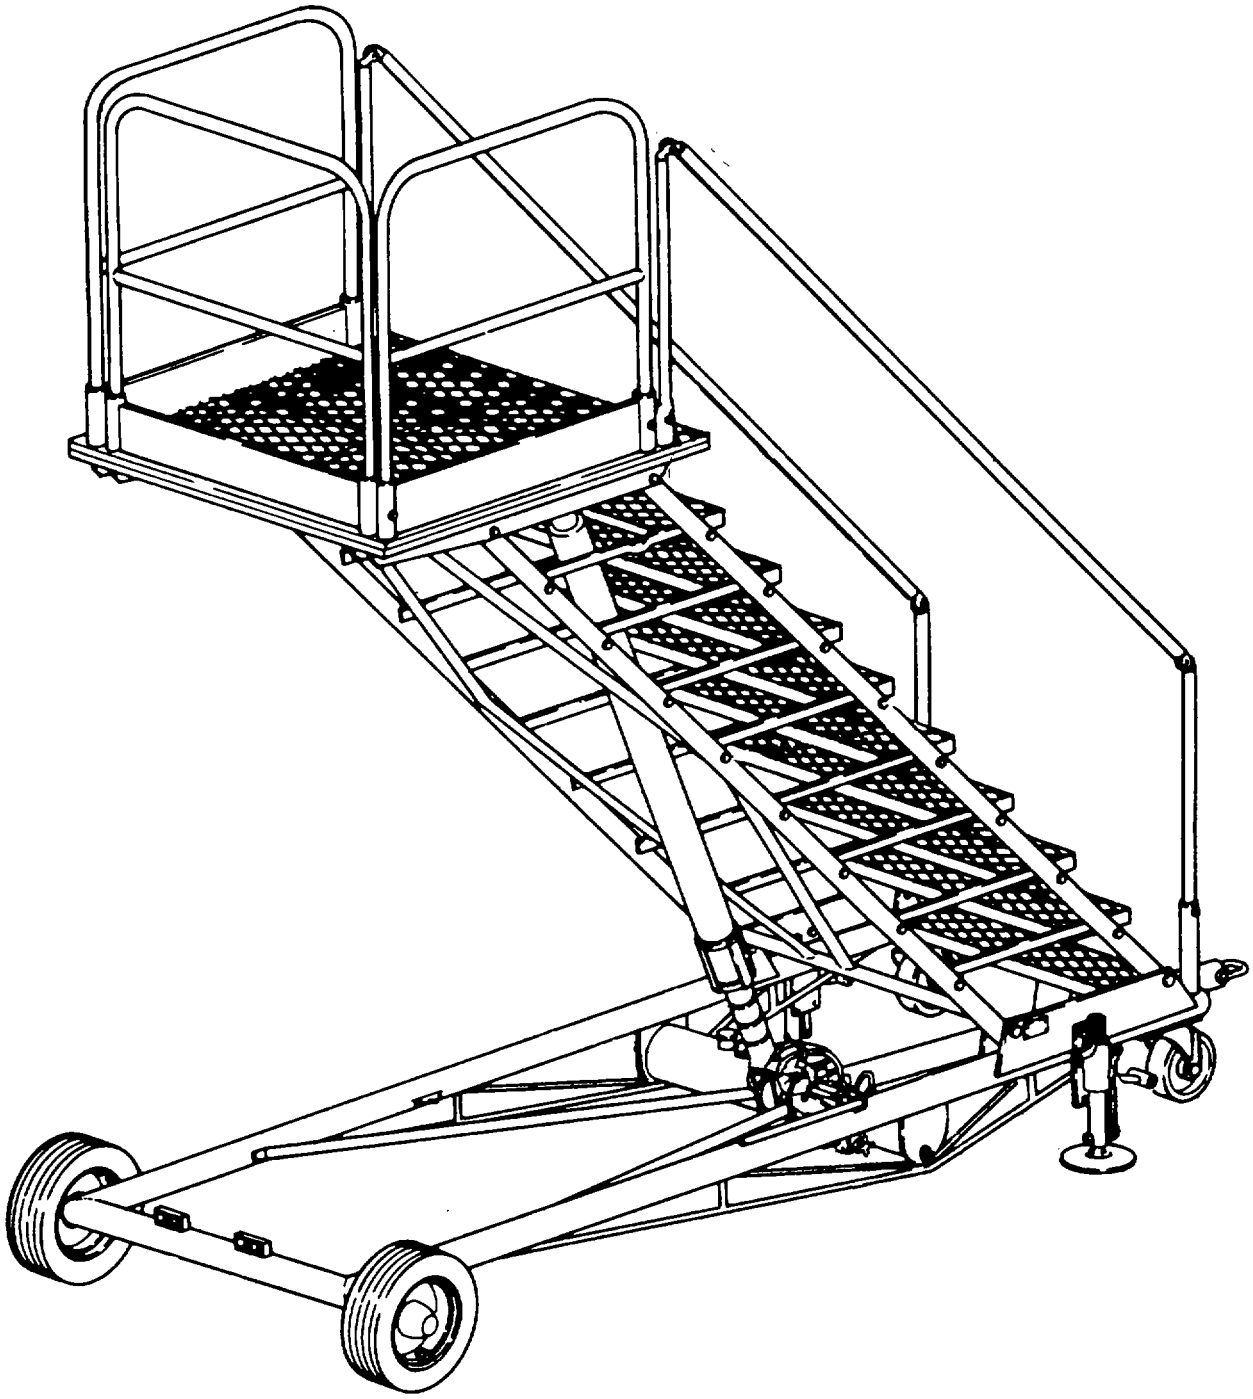

Figure 9-1. Type B-1 Maintenance Plafform
(1) Maintenance platform, type B-1. The B-1 maintenance platform, as shown in figure 9-1, is a portable, variable-height, stair and platform assembly. The work platform is hydraulically raised and lowered, and is accessed by an adjustable stair assembly.